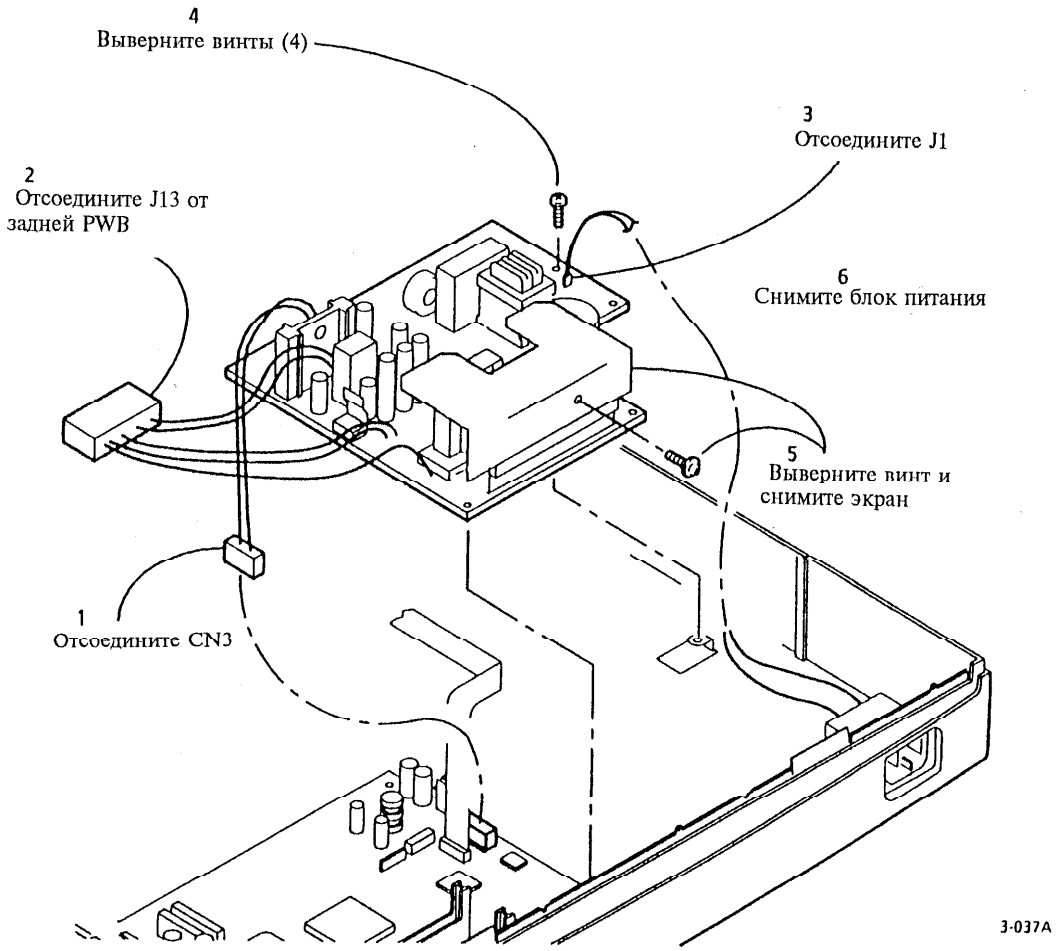

Рис. 1 Снятие блока питания
3. (Рис. 1): Снимите блок питания.